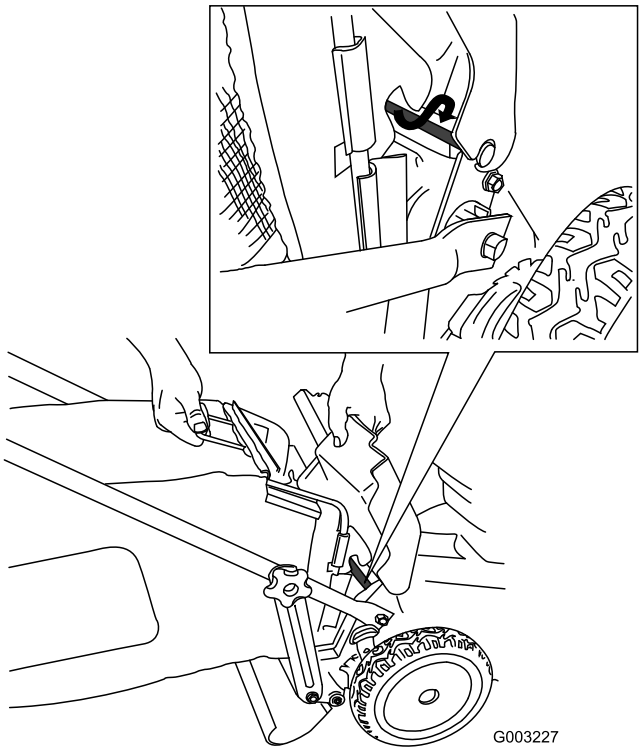

Figur 26
4. Monter opsamleren på den stang, som bagpladen sidder på (Figur 26).